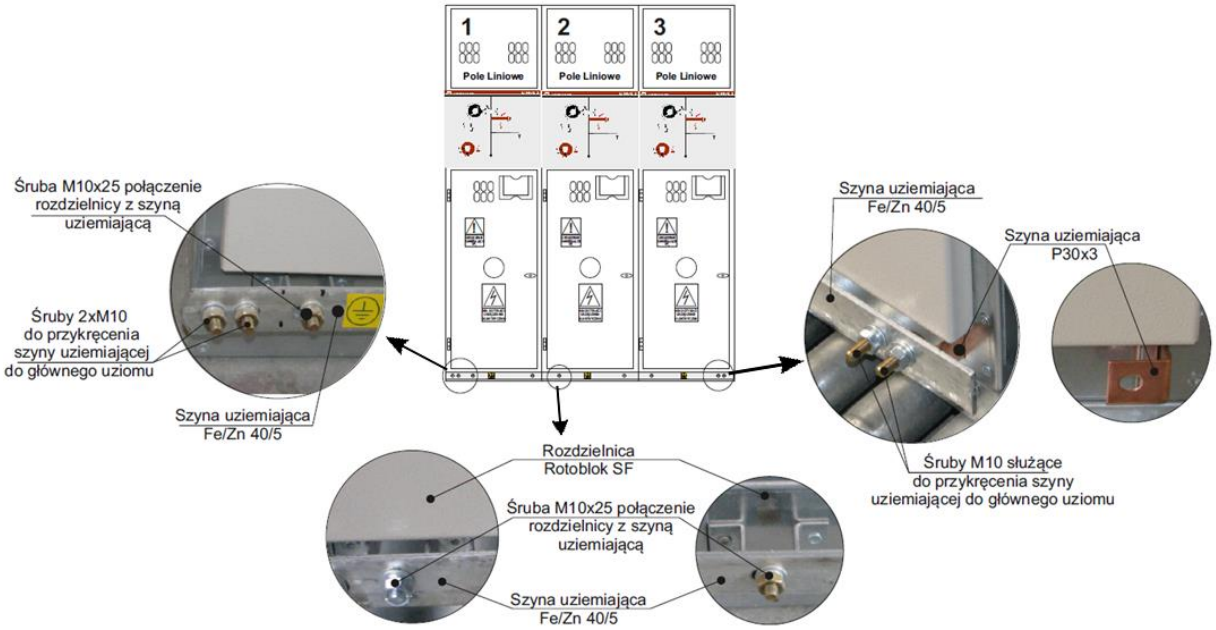

Rys. 18 Montaż szyny (bednarki) uziemiającej.
- Zamontować szynę uziemiającą (bednarkę) wykonaną z płaskownika Fe/Zn 40/5 wg Rys. 18;